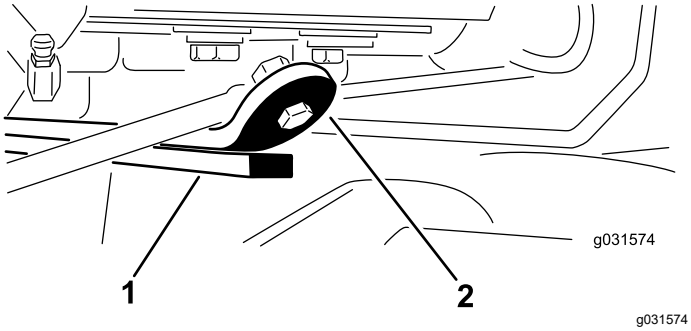

Figura 15
3. Ligue o motor, eleve as unidades de corte e certifique-se de que a folga entre a fita de atrito na barra de atrito da parte superior da unidade de corte traseira e a correia do para-choques é de 0,51 a 2,54 mm, como se mostra na Figura 15.